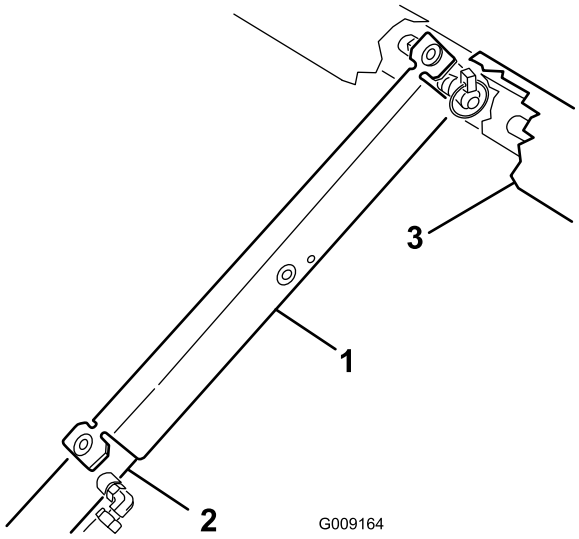

Figur 32
3. Skyv støttepilaren for lasteplanet på sylinderstangen. Påse at pilarendene hviler på enden av sylinderløpet og sylinderstangen (Figur 32).